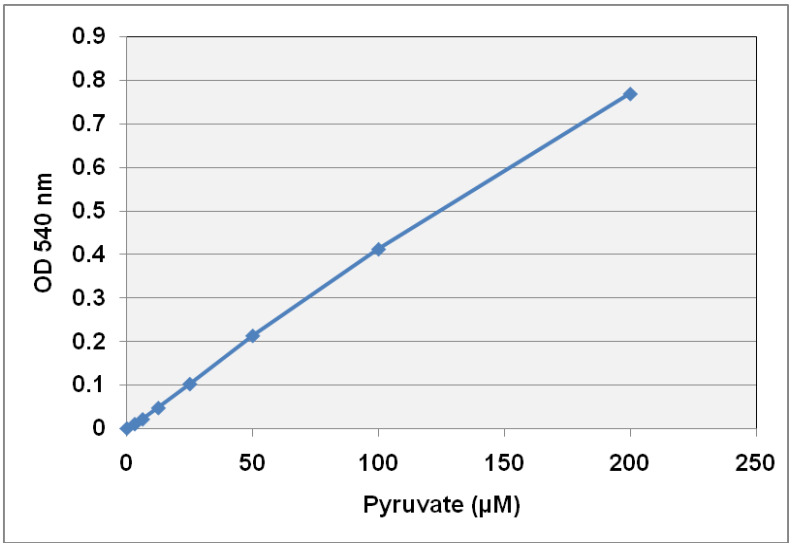

Figure 2: Pyruvate Standard Curve.
2. Plot the corrected absorbance for the standards against the final concentration of the pyruvate standards from Table 2 to determine the best curve. Use the 60-minute reading values, or final time point absorbance values, to plot the pyruvate standard curve. See Figure 2 for an example standard curve.